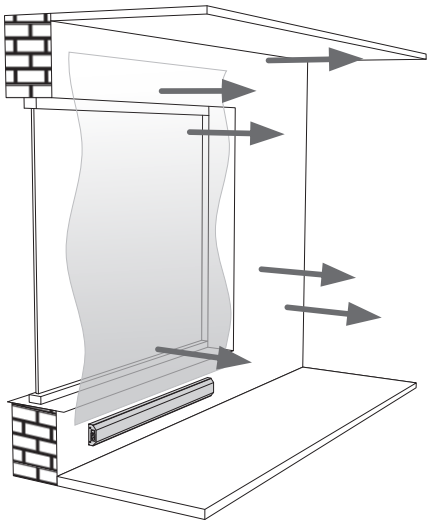

Рисунок 1. Принцип работы плинтусного конвектора
1.3. Конвектор передаёт 90% тепла путем нагрева проходящего через него воздуха, т.е. конвекцией, а 10% — излучением в окружающее пространство. Теплый воздух от конвектора, расположенного в плинтусной зоне, поднимается вверх вдоль стены или окна и нагревает их и сам воздух. При этом создается своеобразный тепловой экран, который блокирует потери тепла из помещения, устраняет повышенную влажность стены, просушивая ее, предотвращает образование конденсата на стекле («плачущие» окна). Этим обеспечивается тепловой комфорт (см. рис. 1).